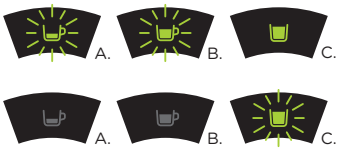

Fig. 19: Programmation du bouton d'extraction de thé.
- Vous devrez ensuite appuyer sur le bouton d'extraction de thé jusqu'à ce que les voyants lumineux des boutons d'extraction de café expresso et de café long clignotent. Appuyez de nouveau sur le bouton d'extraction de thé (voir **Fig. 19**).